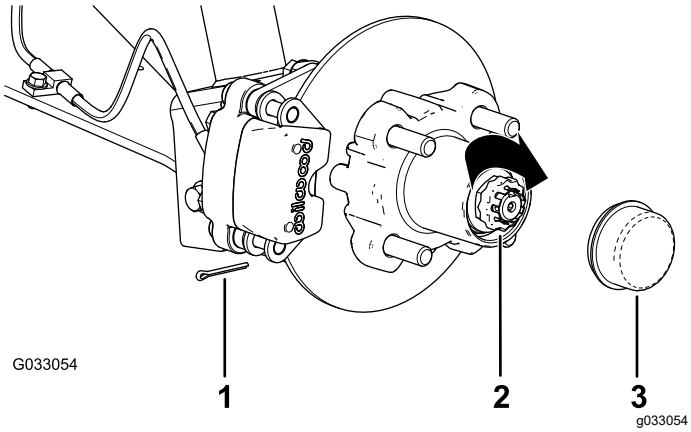

Figuur 35
8. Monteer de borgschroef over de moer en controleer de uitlijning van de sleuf in de schroef en de opening in de as voor de borgpen (Figuur 35).
9. Monteer de borgpen en plooi beide uiteinden rond de borgschroef (Figuur 35).
10. Plaats de stofkap op de naaf (Figuur 35).